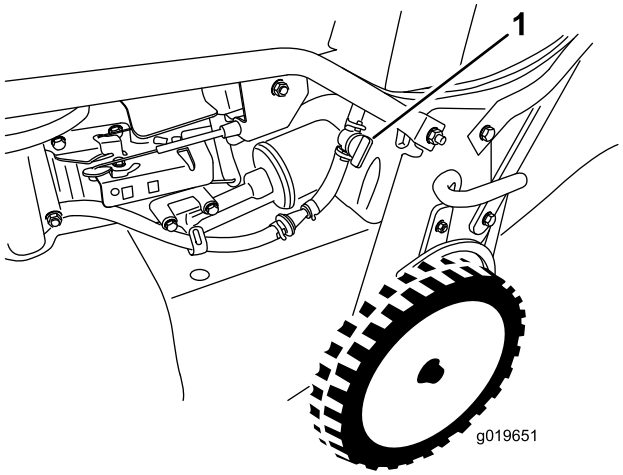

Figura 15
2. Abra la válvula de combustible (Figura 15).